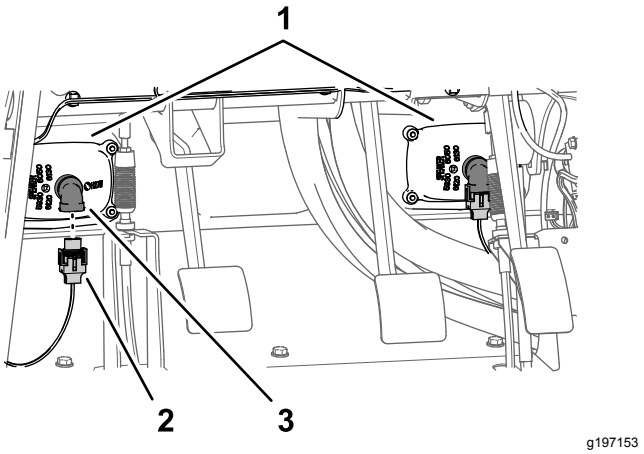

Figur 14
1. Frakobl de 2 elektriske stik (med 2 sokler) på maskinens ledningsnet fra stikkene med 2 ben fra venstre og højre forlygte (Figur 14).